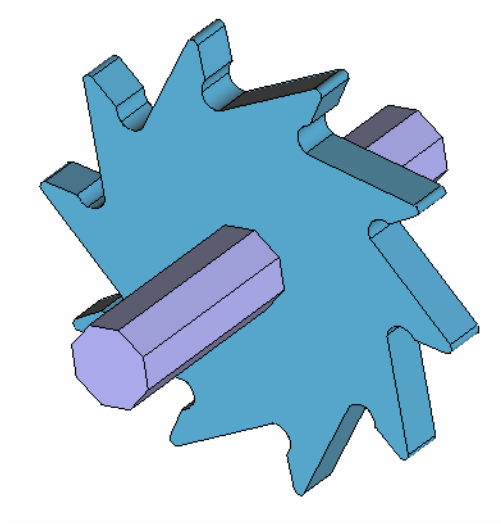

Figure 27. Image of the wheel
7. Choose **Render→Flat** from the mouse menu to visualize a more realistic version of the model (Figure 27).